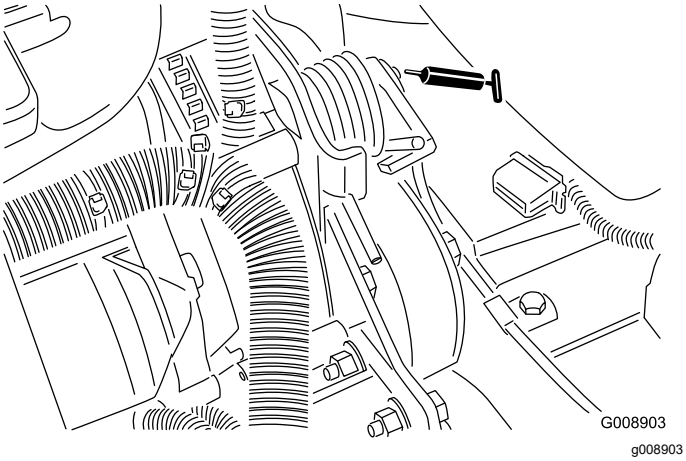

Rysunek 65
- Oś napinacza paska (Rysunek 65)